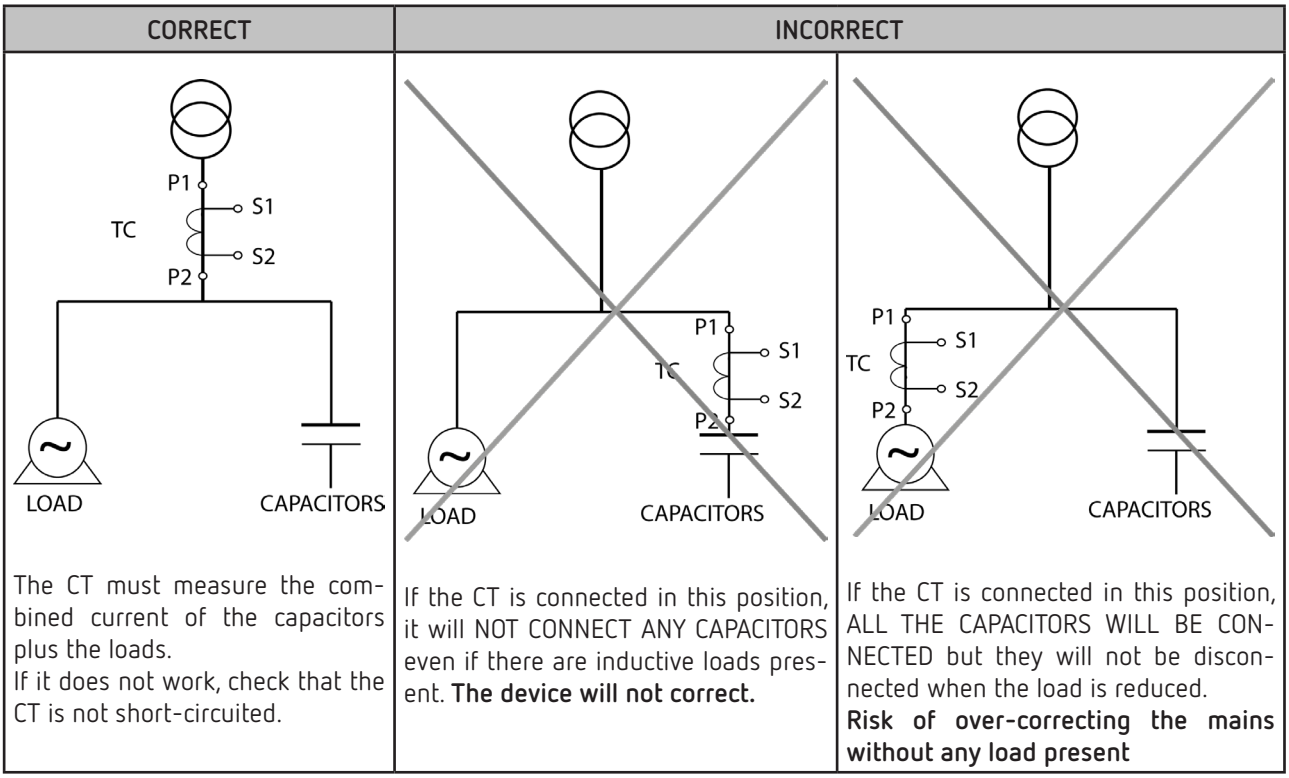

Figure 1:Location of current transformer
The current transformer (CT) must be installed at a connection point through which flows the entire load current that is to be corrected, plus the current of the capacitors themselves (see **Figure 1**)